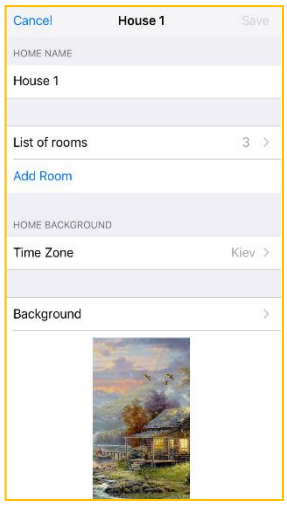

Figure 33
10.8.3. Edit appropriate data *(Fig. 33)*: